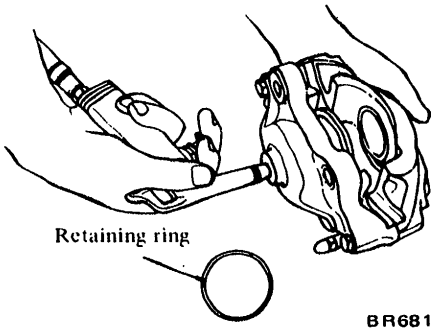

Fig. BR-16 Removing piston
3. Hold caliper with hand, apply compressed air from brake line joint, and remove pistons. See Figure BR-16.